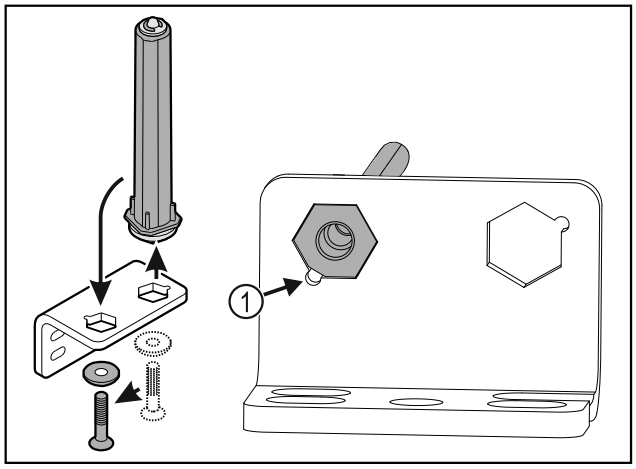

Fig. 33
▶ Lors de l'insertion de l'axe, veiller à ce que son chanfrein *Fig. 33 (1)* soit du côté du trou rond.